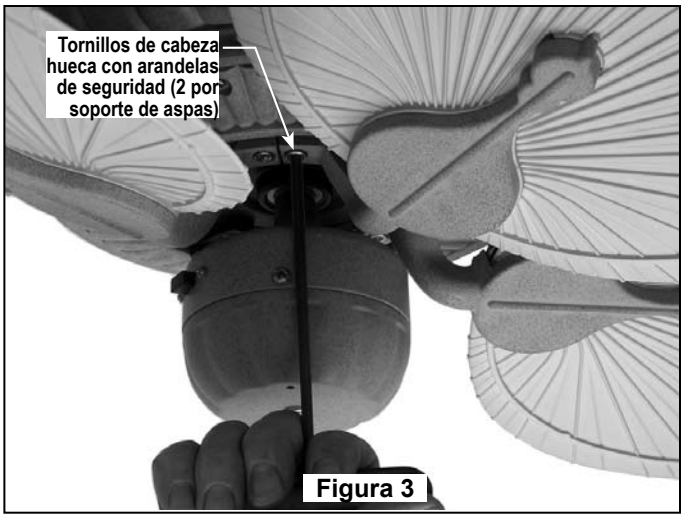

Figura 3
8. Ajuste los soportes de aspas a la parte inferior del buje del motor con los tornillos de cabeza hueca de ¼–20 x ⅝″ con arandelas de seguridad, como se muestra en la Figura 3.
9. Asegúrese de que los tornillos con arandelas de seguridad que fijan los soportes de aspas al buje del motor del ventilador estén bien ajustados y que los soportes de aspas estén correctamente colocados. (Figura 3)